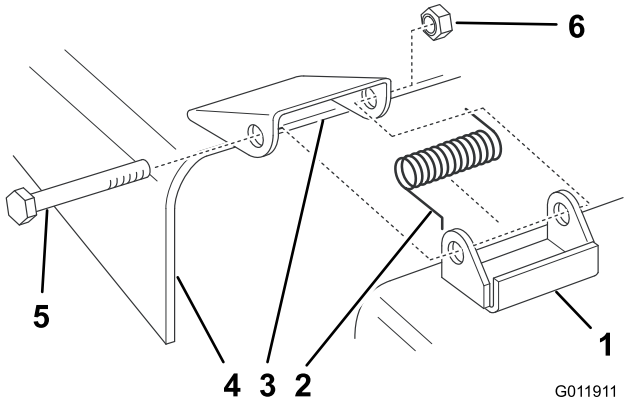

Figura 3
1. Inserite le molle nelle staffe del tosaerba, con il lato a gancio sulla sezione rialzata (Figura 3).
2. Allineate il deflettore dell'erba ai fori presenti sulle staffe e sulle estremità diritte della molla, nello spazio sotto la cerniera e sopra il deflettore (Figura 3).
3. Fissate il deflettore alla staffa con dei bulloni, da inserire attraverso il deflettore dell'erba, le molle e le staffe. Fissateli con i dadi di bloccaggio (Figura 3).